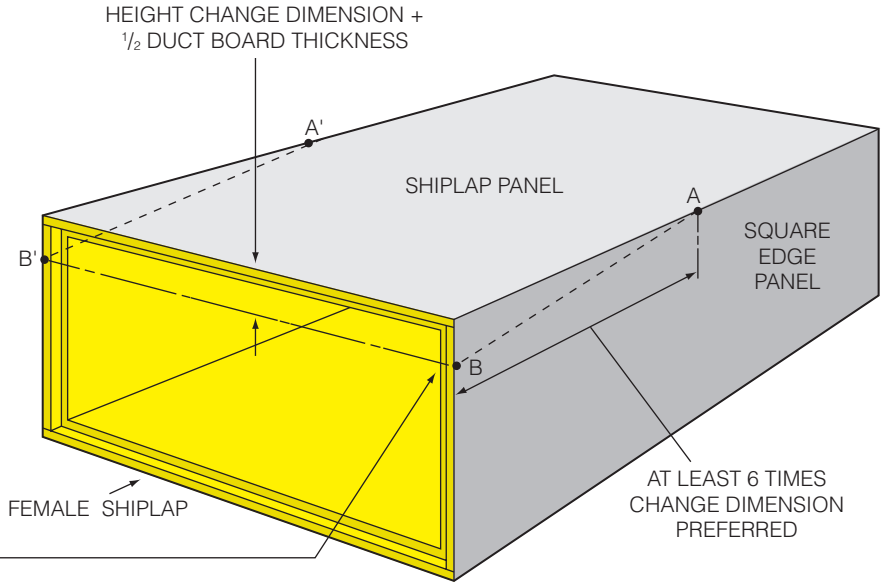

Fig. 3-10A
1. Make straight knife cut through insulation and facing along dashed lines A - B and A' - B' (Fig. 3-10A).